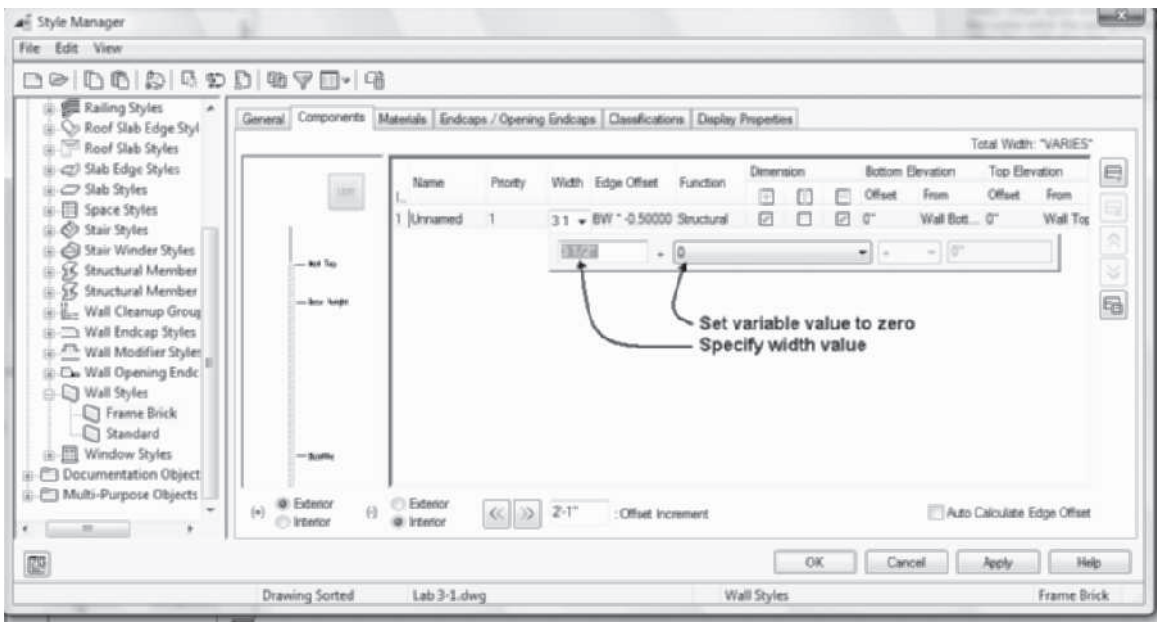

FIGURE 3.36 *Creating a new style in the Style Manager*
4. Select the **Wall Styles** category in the left pane, as shown in Figure 3.36, right-click, and choose **New** from the shortcut menu. Overtype **Frame Brick** as the name of the new wall style.
9. Click in the **Width** column and select the arrow to expand the **Width** field. Set the fixed value to **3 1/2 [89]** and variable value to **0** as shown in Figure 3.36.